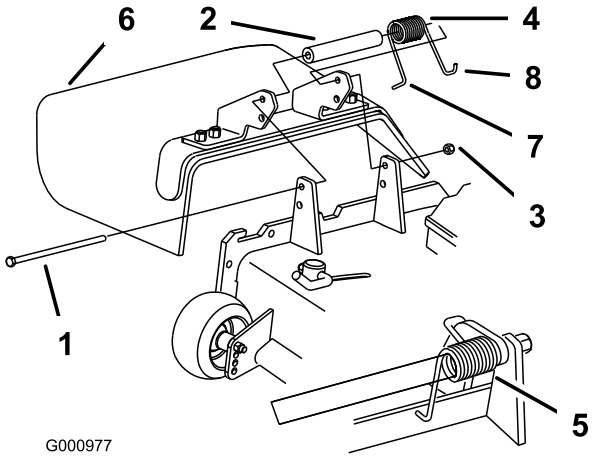

Figur 82
1. Ta bort låsmuttern, bulten, fjädern och distansbrickan som håller fast gräsriktaren på tappfästena (Figur 82). Demontera den skadade eller slitna gräsriktaren.
Obs: Se till att fjäderns L-formade ände sitter bakom däckkanten innan du monterar bulten i enlighet med Figur 82.
3. Montera bulten och muttern. Placera fjäderns **J**-formade ände runt gräsriktaren (Figur 82).